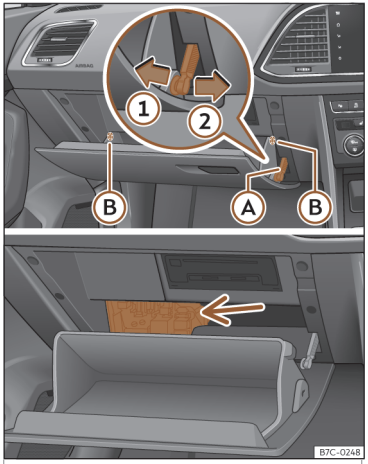

Fig. 46 Guantera (volante a la derecha): acceso a la caja de fusibles.
- Desmonte el freno de apertura ››› fig. 46 Ⓐ en dos pasos: primero desbloquee el freno tirando de él hacia atrás (flecha ①) y después desplácelo ligeramente hacia la derecha (flecha ②). Desmonte la guía cuando la tapa esté en apertura normal (30°).